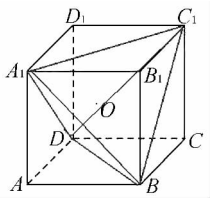

图6
2. 连接6条面对角线——形成P_4分子的空间构型，如图6所示。